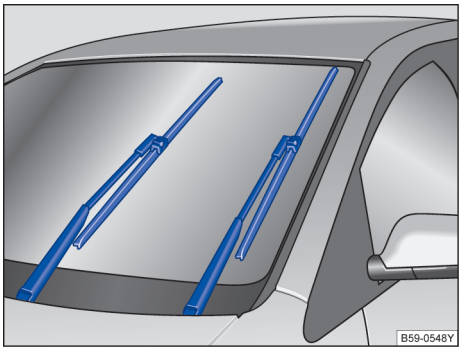

图 190 处于保养位置的刮水片
– 将风窗玻璃刮水器拨杆向下拨至点动刮水位置。使刮水器处于保养位置→ 图 190。